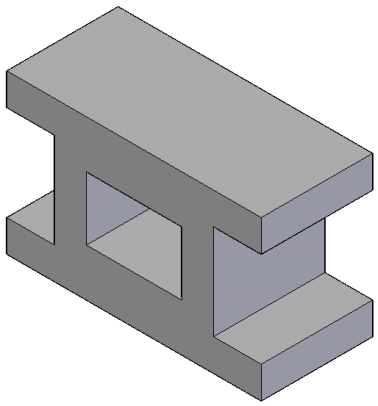
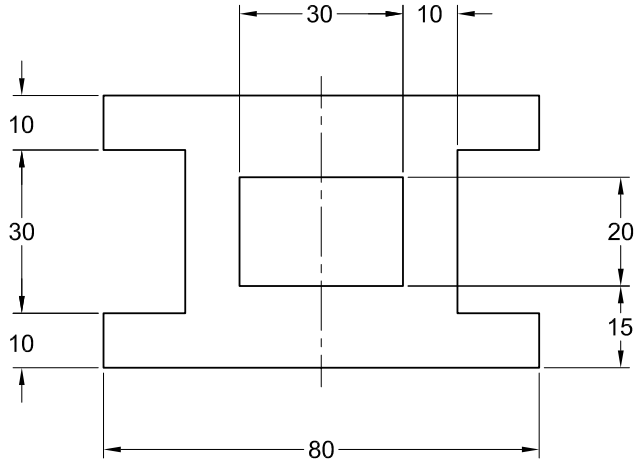

Figure 3-33 *Model for Tutorial 1*
Figure 3-34 *Profile to be drawn for Tutorial 1*
In this tutorial, you will draw the profile of the model shown in Figure 3-33. The profile shown in Figure 3-34 should be symmetric about the origin. You need not use the edit boxes available in the Command bar to enter the values of the entities. Instead, you can use the parametric dimensions to complete the sketch. **(Expected time: 30 min)**
3. Click on the graphics window to create a rectangle. Refer to Figure 3-34 for the location of the rectangle.